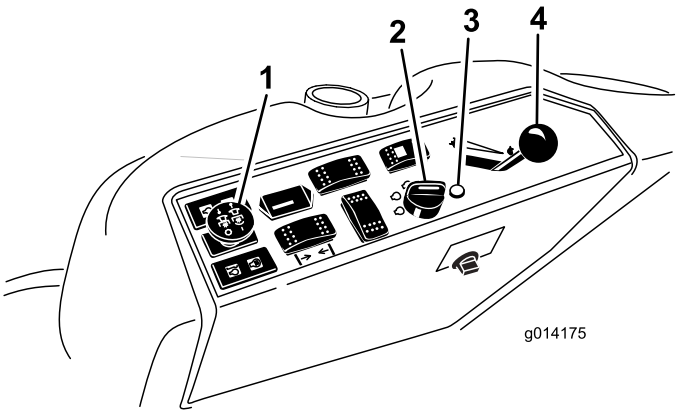

Figur 11
4. Sæt kontakten til kraftudtaget i den udkoblede position (Figur 11).
5. Flyt gashåndtaget, så det står midtvejs mellem Hurtig og Langsom position (Figur 11).